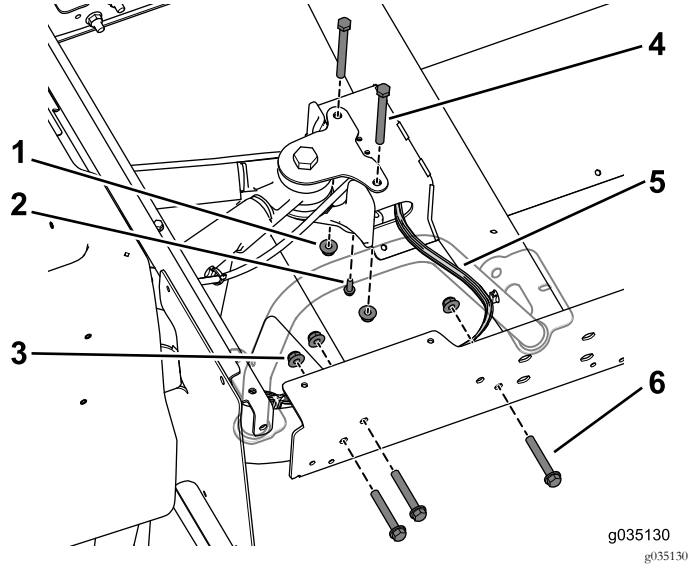

Figur 67
7. Fjern boltene og flangemøtrikkerne, der fastgør svingarmsbeslaget til midterkanalen (Figur 67).